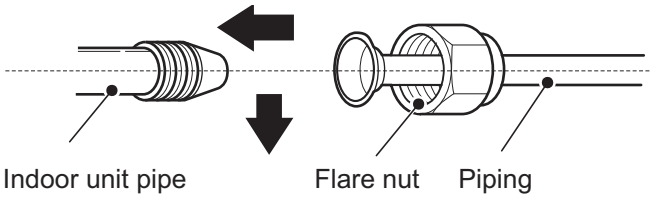

Fig. 34 —Connect Indoor Unit First
b. Align the connecting piping, firstly tighten most of the thread of the connecting nut by hand, and then use a torque wrench to tighten the last 1 to 2 turns of the thread as shown in the Fig 34 and 35.